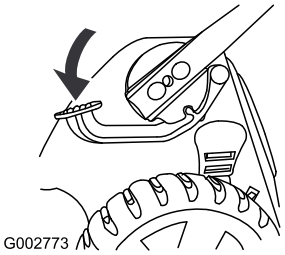

Figur 51
1. Træd fodpedalen ned og hold den nede (Figur 51).